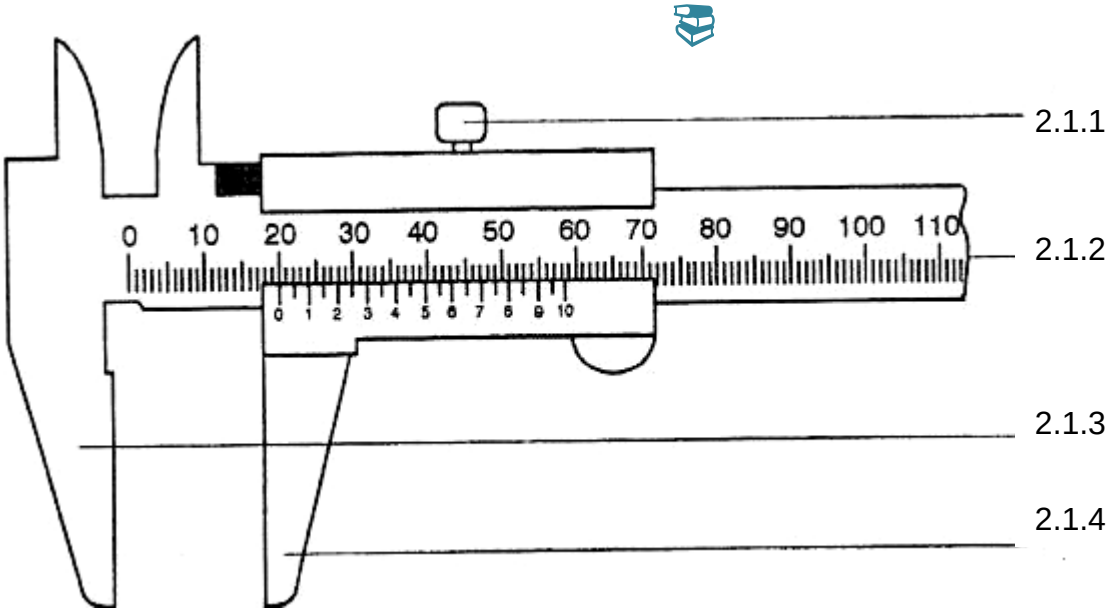

**FIGURE 1**
2.1 FIGURE 1 shows a vernier calliper.